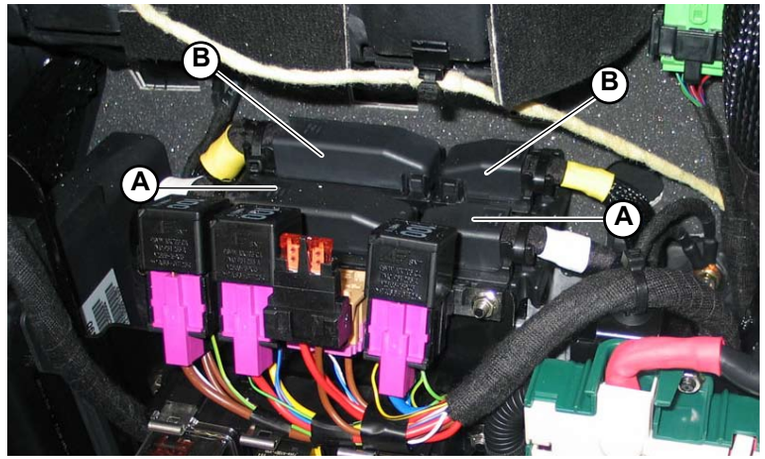

Fig.9
- The 2 connectors with the white clamp (**A-Fig.9**) control injection on cylinder bank 1-6.
- The 2 connectors with the yellow clamp (**B-Fig.9**) control injection on cylinder bank 7-12.